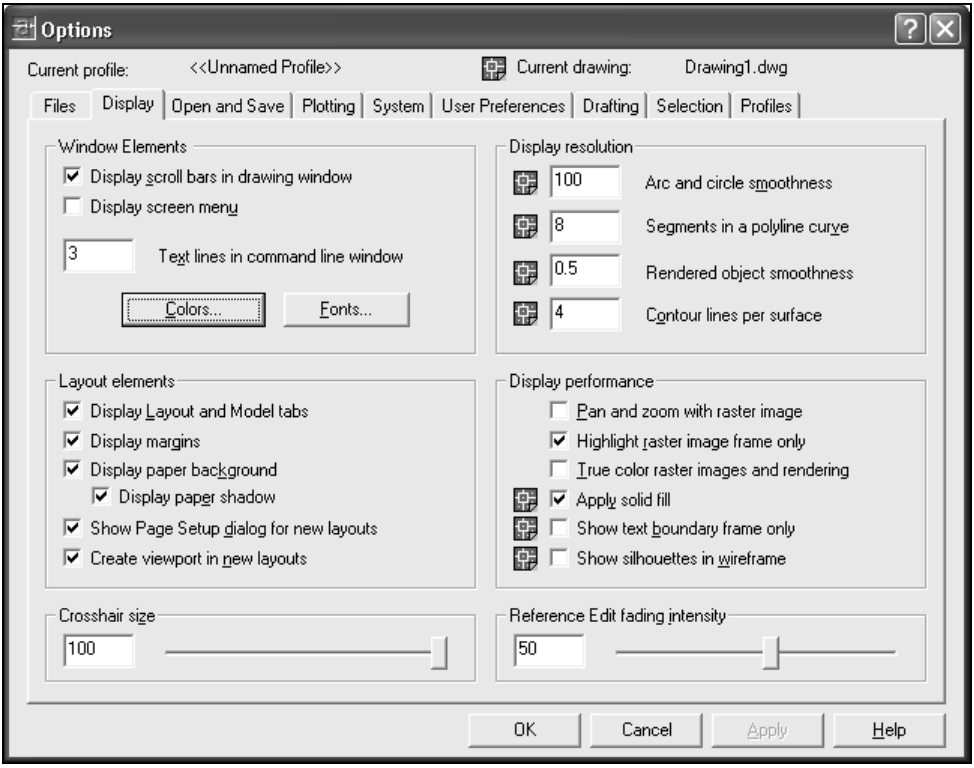

Рис. 1.5. Вкладка **Display** диалогового окна **Options**
2. В открывшемся ДО **Options** (Настройка) (рис. 1.5) перейти на вкладку **Display** (Экран).